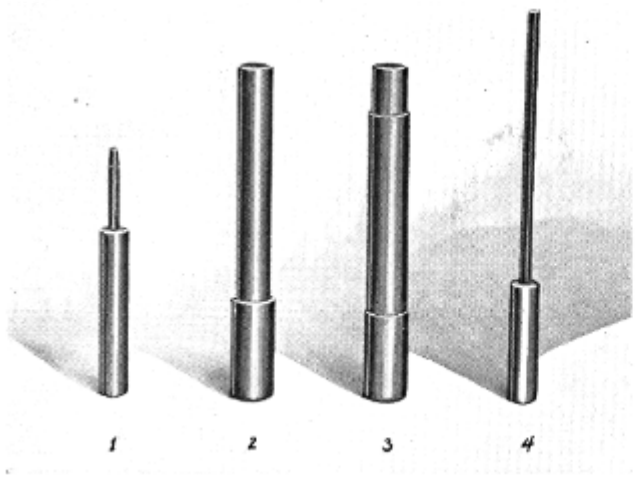
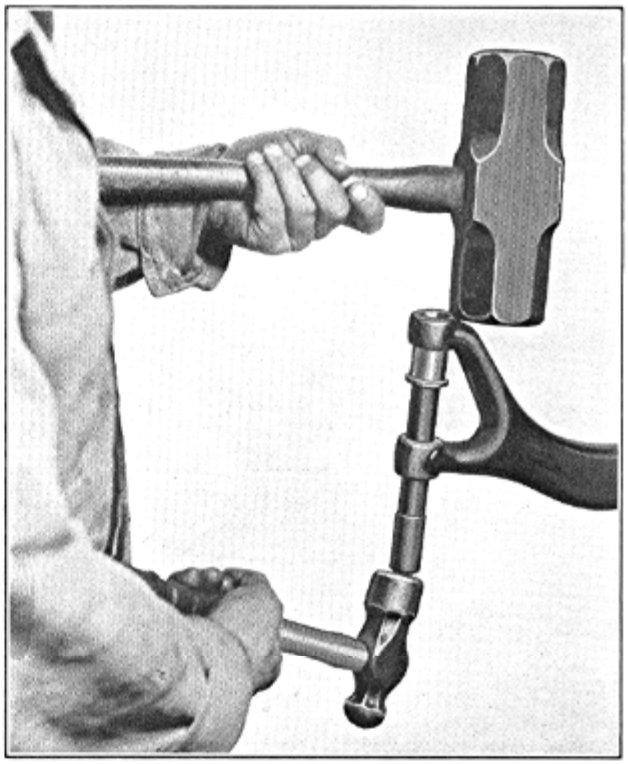
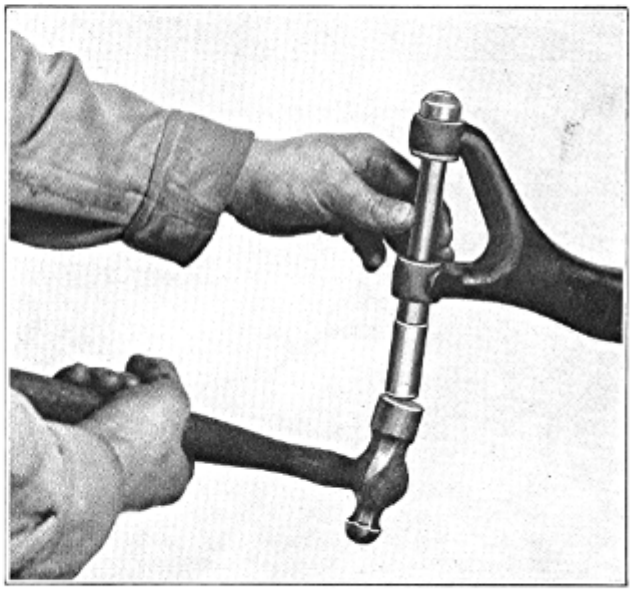

Figure 3
Figure 4
Figure 5
NOTE: It is not necessary to remove the axle from under the car for this operation. This can be done by proceeding as follows either with the axle removed from the car or after operations 1 to 5 inclusive under removal of front axle. The special tools required are shown in Figure 3.
14. Insert driver J-479-1 (1-Figure 3) through hole in upper bushing and drive spindle pin down, forcing out expansion plug at bottom of spindle, then insert driver J-479-2 (4-Figure 3) and drive pivot pin out.
16. Insert driver J-469-2 (3-Figure 3) into lower bushing and drive it out.
17. Install new upper bushing, using driver J-469-2 (3-Figure 3) as shown in Figure 4. The top of the axle center yoke must be well supported.
18. Install new lower bushing, using driver J-469-1 (2-Figure 3), as shown in Figure 5.